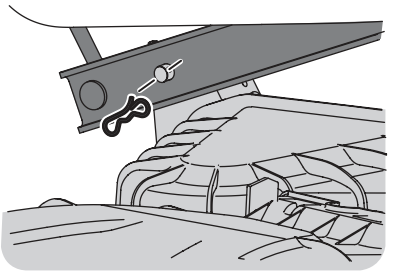

Fig. 45
11. Placez-vous sur le côté gauche du plateau de coupe pour trouver la goupille située à l'arrière gauche (Fig. 45).
12. Retirez la goupille et faites sortir la goupille du bras de relevage (Fig. 45).